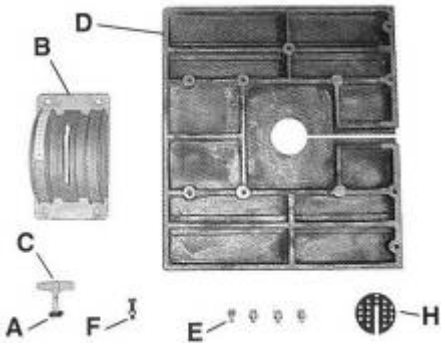

Рисунок 4.
4.5. Сборка станка (рис. 4; 5; 6.).
В центр стола установите круглую сетку (**H** рис. 4; 5; 6.) для отвода стружки и пыли из зоны обработки, совместив прорезь сетки с прорезью стола.